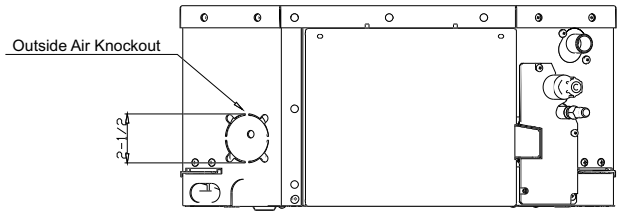

Fig. 15 —Connect Outside Air Duct to Outside Air Opening
2. Remove the knockout and connect the duct to supply the fresh air from outside. The diameter of the fresh air hole is 2-1/2 inches. See Fig. 15.